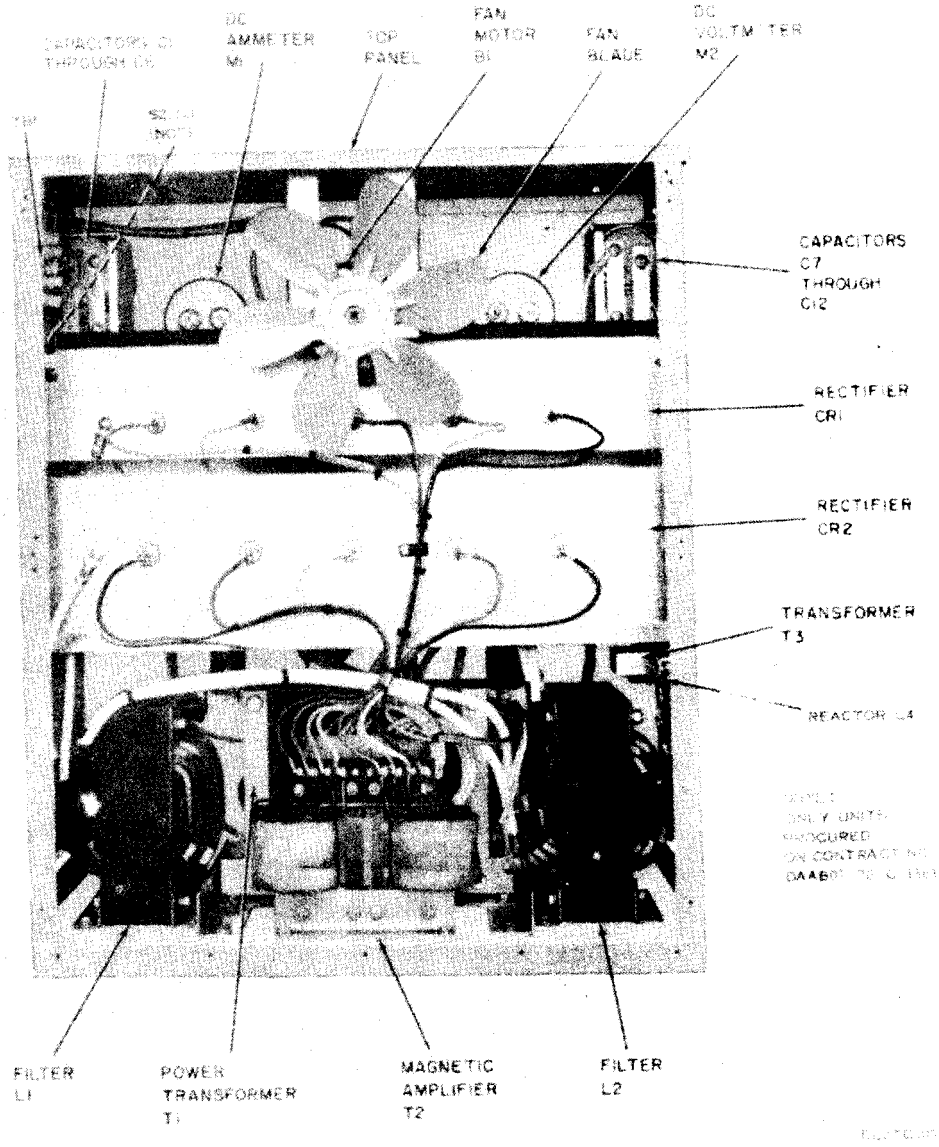

Figure 2-1. Power supply, rear panel removed.
a. General. In the troubleshooting chart *(d* below), procedures are outlined for localizing troubles and for isolating troubles within the various circuits of the power supply. Refer to figures 2-1 and 2-2 for parts location. Refer to the schematic diagram (fig. 1-2) to identify circuit components and to the wiring diagram (fig. 5-3) for point-to-point circuit wiring and connections. Voltage and resistance